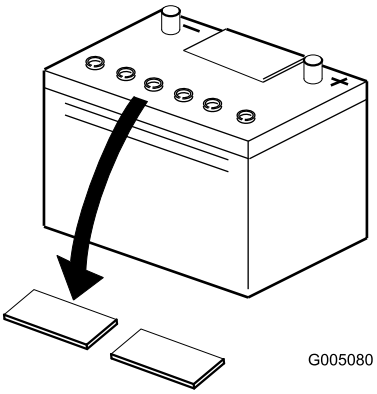

Figuur 3
2. Maak de bovenkant van de accu schoon en verwijder de vuldoppen (Figuur 3).